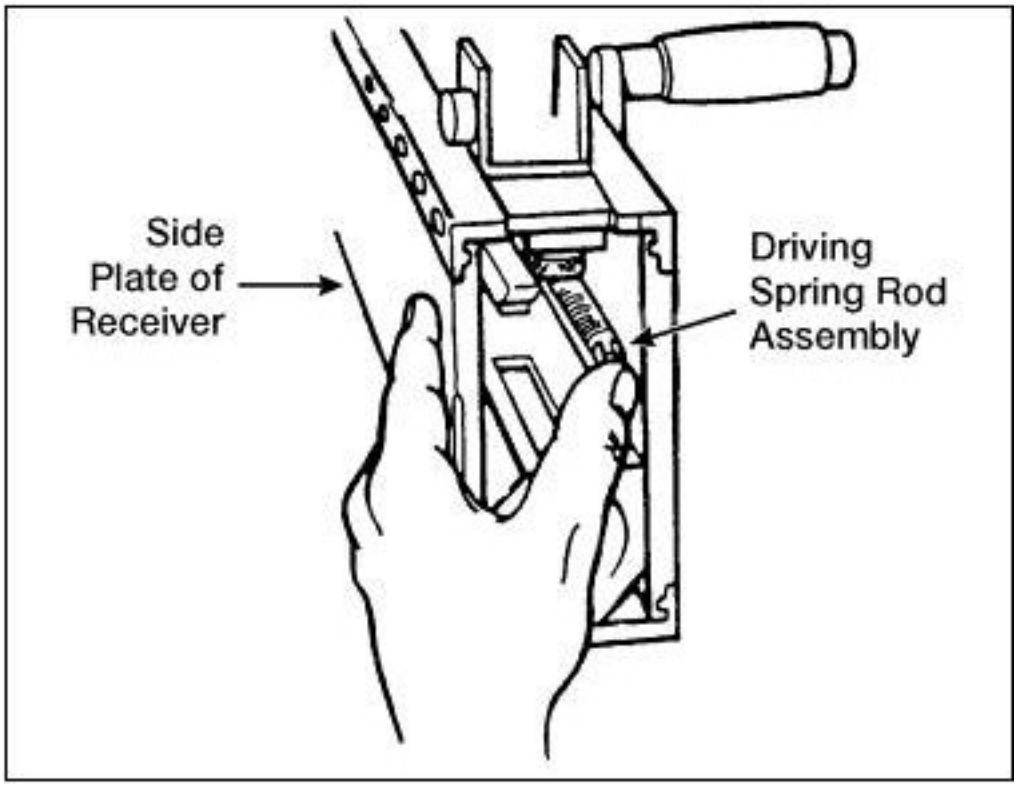

Figure 551-8ST-1025_41 (Installation of the driving spring rod assembly)
g. Install the backplate assembly (Figure 551-8ST-1025_42).
(1) Align the backplate assembly with receiver grooves.
(2) Pull the backplate latch lock while lifting up on the backplate latch.
(3) Lower the backplate assembly down until engaged in receiver.
(4) Test proper locking by pulling up on the backplate assembly.